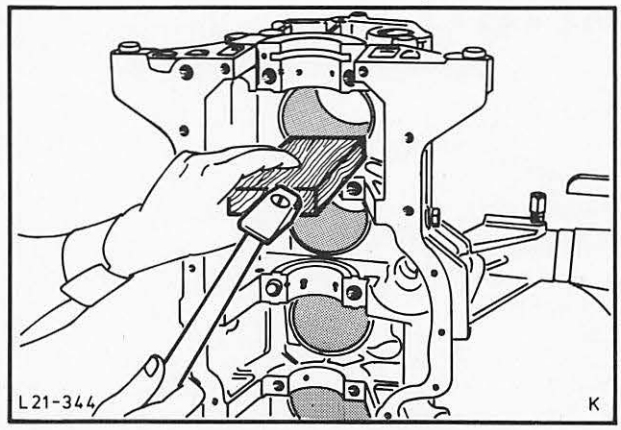

Abb. 89 Zylinderlaufbüchse heraustreiben
2. Zylinderlaufbüchse mit einem entsprechenden Hartholzstück von der Kurbelgehäuseseite heraustreiben, Abb. 89.